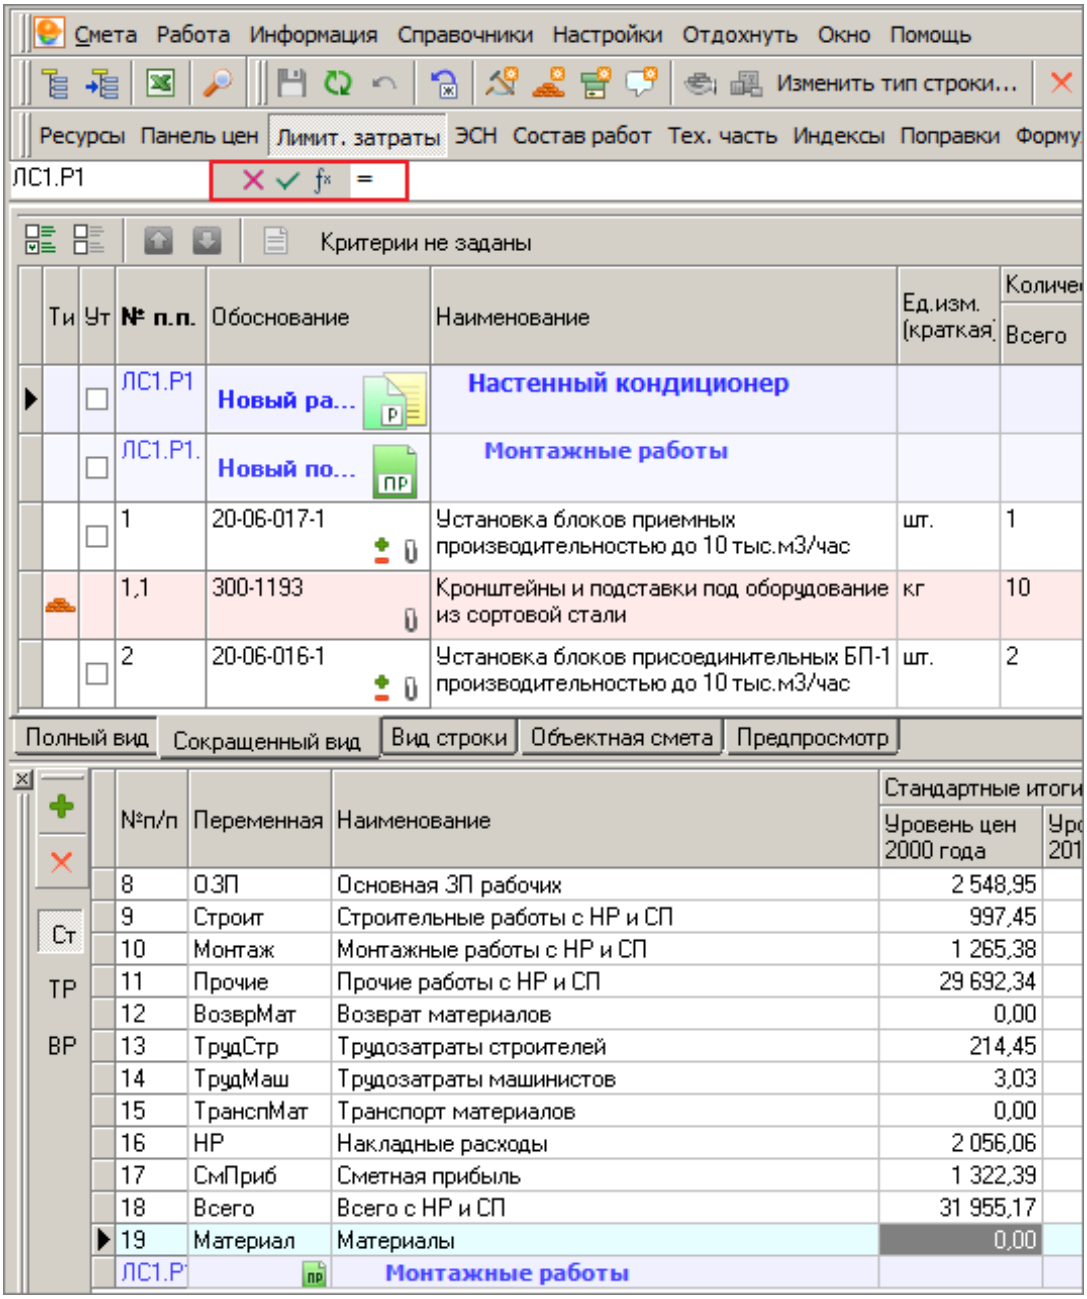

Рис. 1. Запуск мастера формул
36. Переместить фокус ввода на колонку со значением итога (в любом уровне цен) и нажать клавишу **<=>**. Комплекс откроет панель редактирования формул. Для запуска мастера формул необходимо нажать кнопку - **Вставка функции** (см. рис. 1).